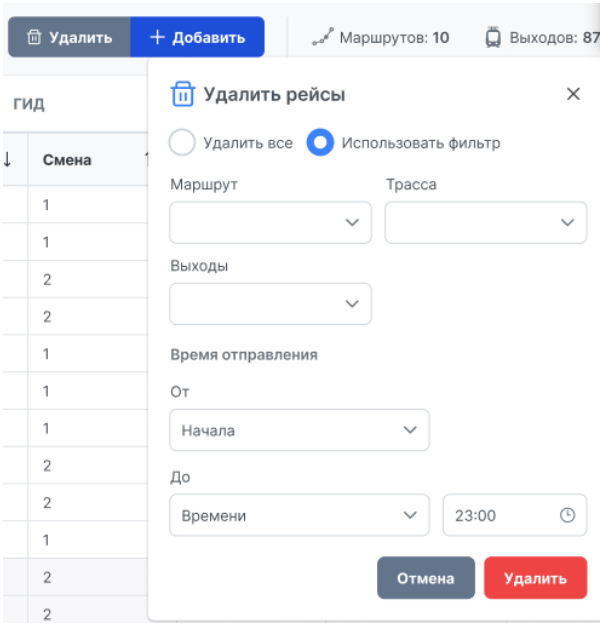

Рисунок 198 – Удаление требуемых рейсов
3. Для удаления некоторых рейсов установить флажок "Использовать фильтр", окно удаления видоизменится (рисунок 198).